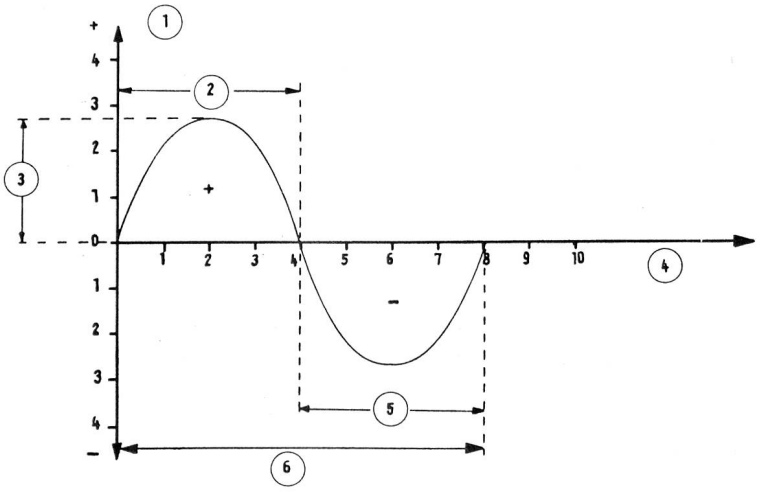

Fig. 99
**Règle: Un courant alternatif change continuellement de valeur et périodiquement de sens (fig. 99).**